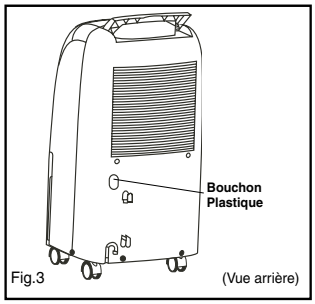

Fig.3
1. Ôter (couper) le bouchon plastique sure le orifice de drainage direct (Fig. 3) et le réceptacle à eau situé à l'avant de l'appareil.